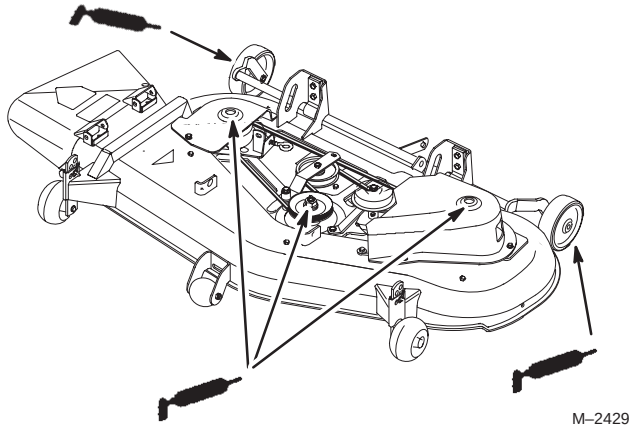

Figure 27
1. Lubricate the blade spindles, idler pulley arm and gage wheels (Fig. 27).